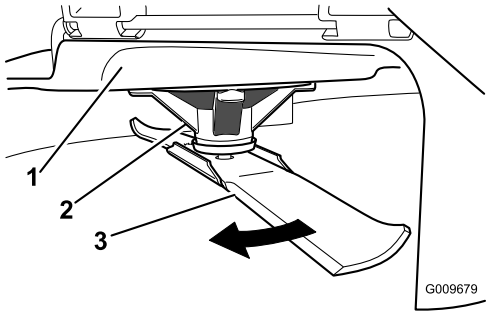

Figur 49
2. Mens der bæres tykt polstrede handsker eller anden tilstrækkelig håndbeskyttelse, drejes skærekniven langsomt til en position, som gør det muligt at foretage en effektiv måling af afstanden mellem skærekanten og den plane overflade, maskinen står på Figur 49).